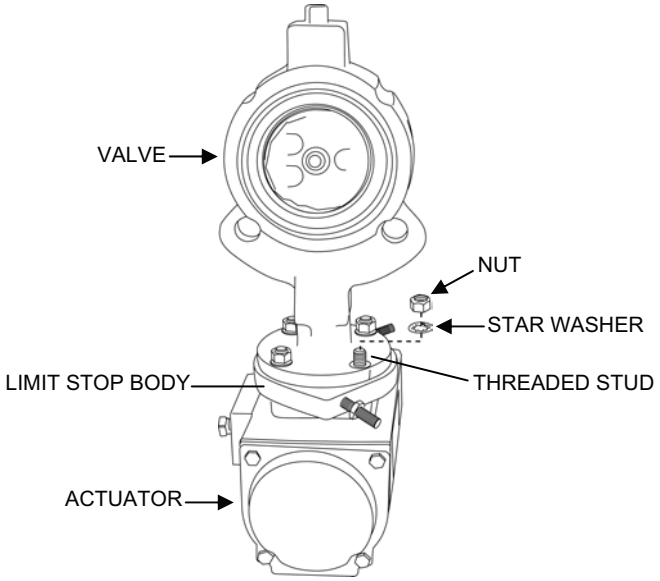

Figure 12. Valve V-113 Installation on the Limit Stop.
g. Set the valve over the threaded studs and onto the limit stop body with the valve oriented as shown in Figure 12.